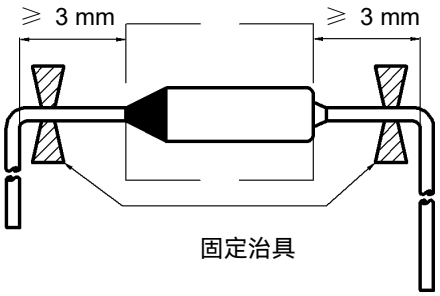

图1
2. 引线应在距离温度转换器本体3 mm或以上的地方弯折（参考图1）。